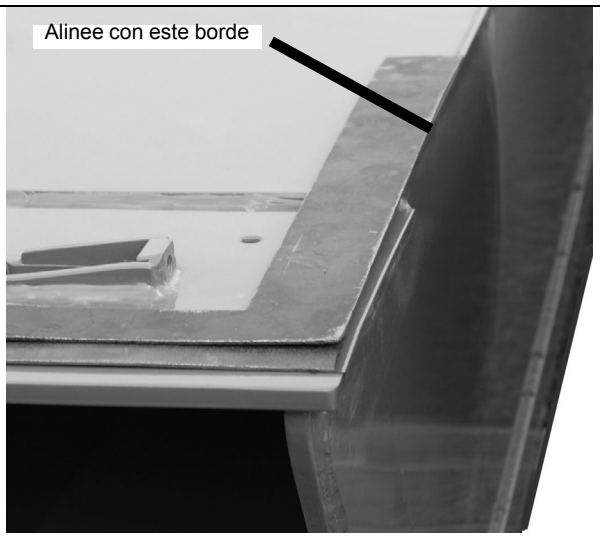

FIGURA 4-45
1. Alinee dos reglas con el **borde exterior de la sección de extremo** en la parte trasera de la sección (no en el miembro soldado de las almohadillas de desgaste). Las herramientas deberán extenderse más allá del ajuste de las almohadillas de desgaste (Figura 4-45).